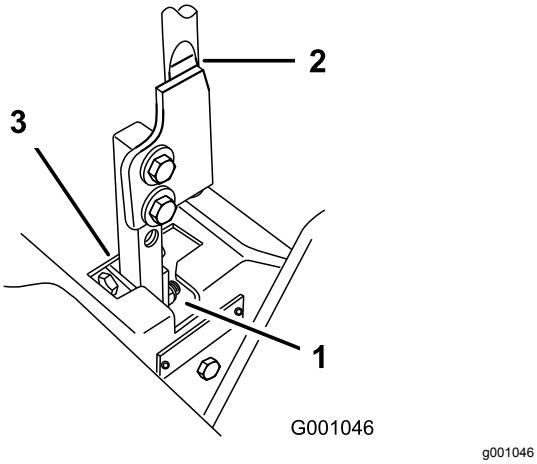

Rysunek 89
5. Ustaw dźwignię w położeniu neutralnym (nie blokuj jej) (Rysunek 89).
6. Pociągnij dźwignię do tyłu aż sworzeń z łbem płaskim (na ramieniu pod osią przegubu wału) zetknie się z końcem szczeliny (będzie lekko naciskać na sprężynę) w sposób pokazany na Rysunek 89.
7. Sprawdź, w którym miejscu znajduje się dźwignia względem wycięcia w konsoli (Rysunek 89).